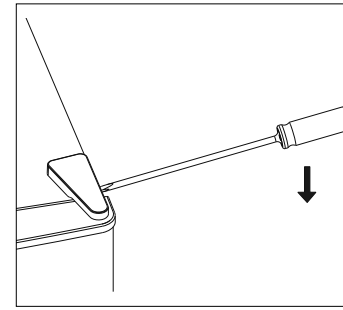

Abb. 3
- Bringen Sie den Temperaturregler (3) in Stellung „0“. Ziehen Sie den Netzstecker aus der Steckdose.
- Entfernen Sie die Scharnierabdeckung (1) auf der rechten Seite zum Beispiel mit Hilfe eines Schlitzschraubendrehers (siehe **Abb. 3**).